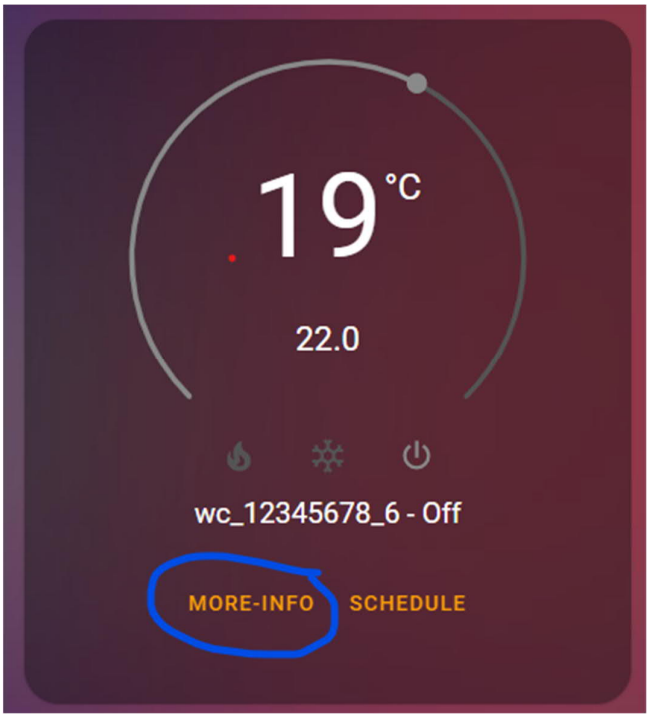

Figure 6.3
6.3.1. Select “MORE INFO” on the Thermostat, see. Figure 6.3